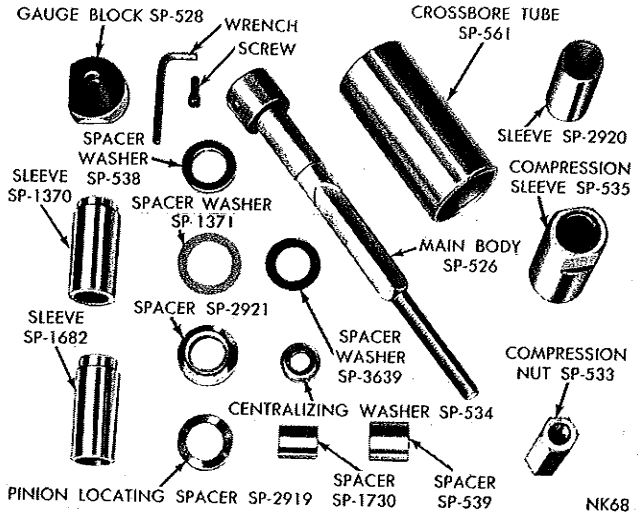

*Fig. 24—Rear Axle Setting Gauge Tool C-758-D4*
(1) Position pinion bearing cups squarely in bores of carrier. Assemble Tool C-758-D4 (Fig. 24) by placing spacer SP2919 followed by rear pinion bearing cone over main screw of tool and inserting it into carrier from gear side.